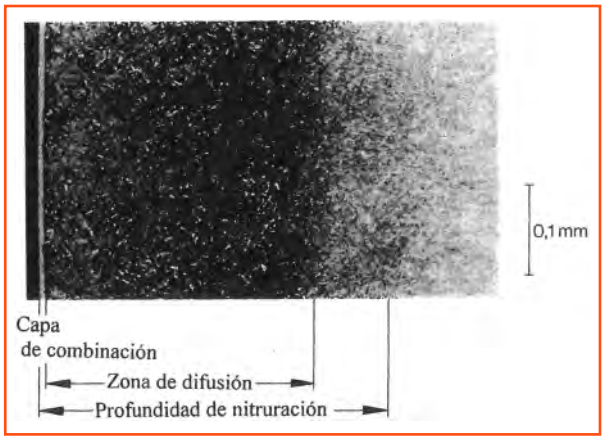

***Figura 1**. Corte micrográfico de una superficie nitrurada: capa de combinación y zona de difusión.*
La aportación simultánea del nitrógeno y del carbono en el acero, durante el proceso de nitruración, da origen a dos capas superpuestas: (1) **capa de combinación**; (2) **zona o capa de difusión**; **figura 1.**